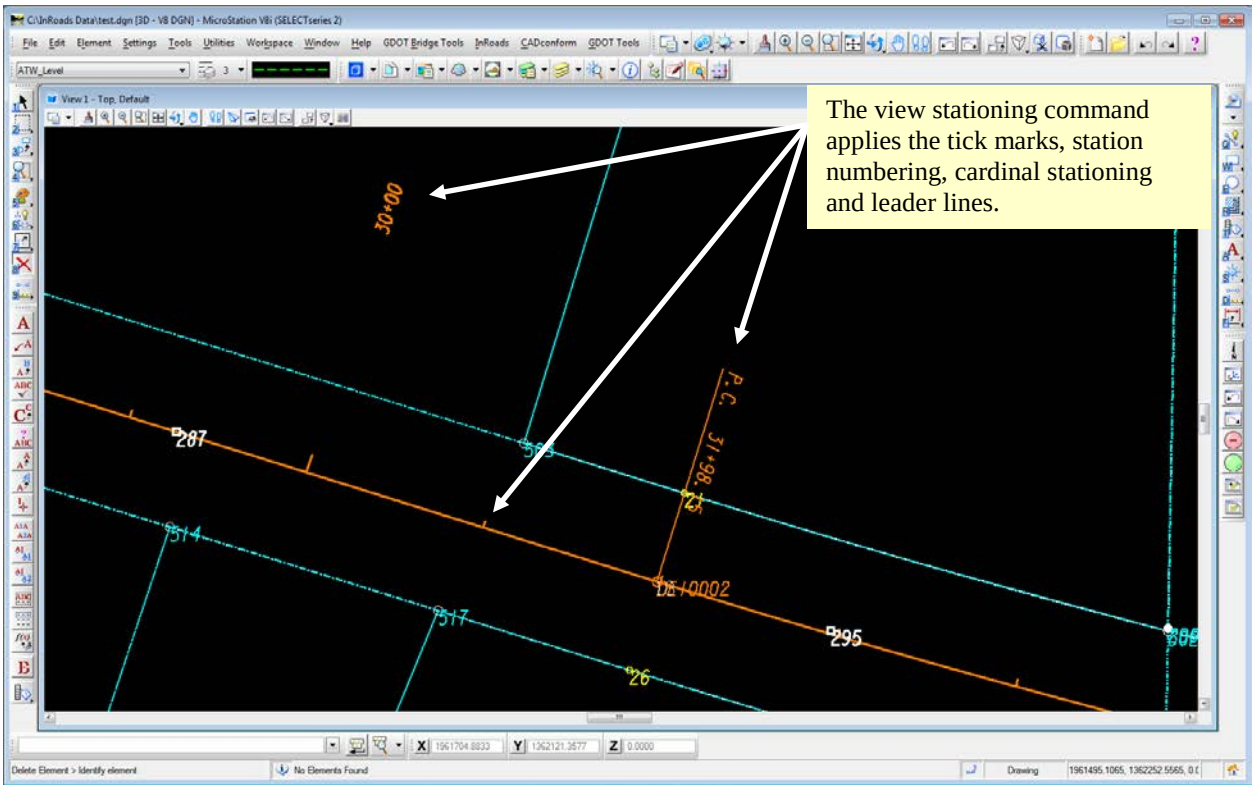

Figure L3-19 MicroStation Window
26.	**View the Stationing for Alignment DE7** • In InRoads, Select **Geometry ► View Geometry ► Stationing**. The **View Stationing** dialog opens. • Click the **Preferences** button. • In the **Preferences** dialog Highlight ***SIDECL***. • Click **Load** and **Close**. • In the **View Stationing** dialog Click **Apply** & **Close.** • Zoom into Alignment **DE7** and verify it matches that shown in *Figure L3-19*. *The Stationing for Alignment DE7 is depicted.*